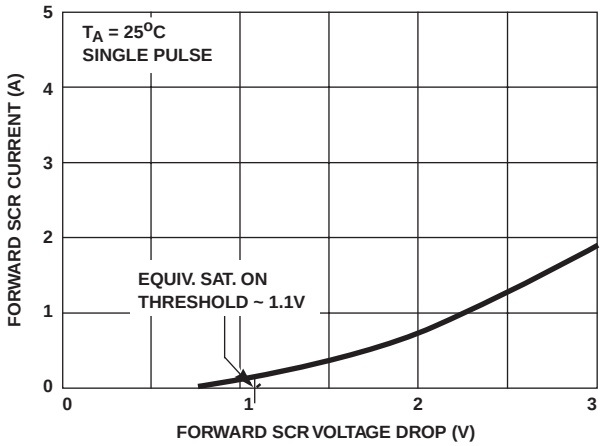

FIGURE 3. HIGH CURRENT SCR FORWARD VOLTAGE DROP CURVE
6. Refer to the Figure 3 graph for definitions of equivalent "SCR ON Threshold" and "SCR ON Resistance". These characteristics are given here for information to determine peak current and dissipation under EOS conditions.